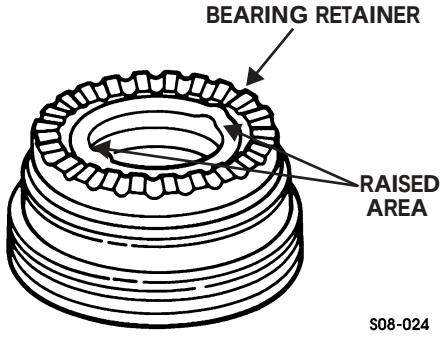

Figure 8-33: Bearing Retainer
15. Pry off bearing retainer at raised area (Figure 8-33).